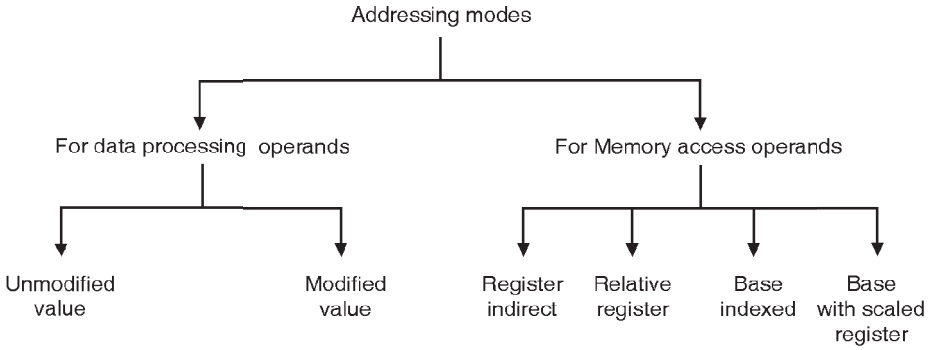

Fig. 2.7.1 : ARM addressing modes
- As already discussed Load and Store instructions are used to access memory. The different addressing modes to access memory and data processing instructions are shown in Fig. 2.7.1
- Addressing modes refer to the different methods of addressing (selecting) the operand. In ARM instruction set, the addressing modes are broadly divided into two categories viz for data processing operands and for memory access operands. Each of these categories have different methods as shown in Fig. 2.7.1.